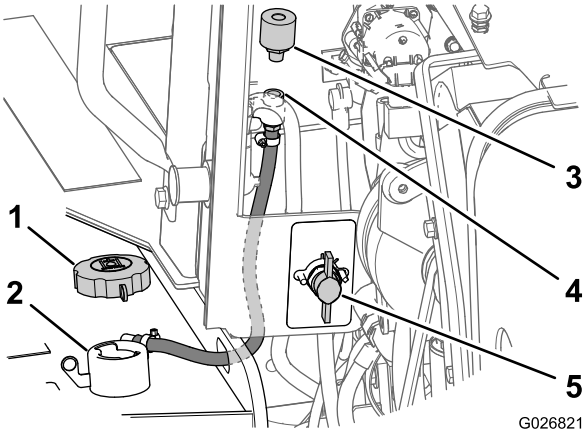

Рисунок 106
2. Поверните переключатель отсоединения аккумулятора в положение «Выкл» (Рисунок 106).
3. Снимите крышку заливной горловины бака (Рисунок 106).
4. На передней стороне панели моторного отсека снимите сапун с трубной муфты, вращая сапун против часовой стрелки (Рисунок 106).
5. Установите новый сапун в трубную муфту и затяните его от руки (Рисунок 106).